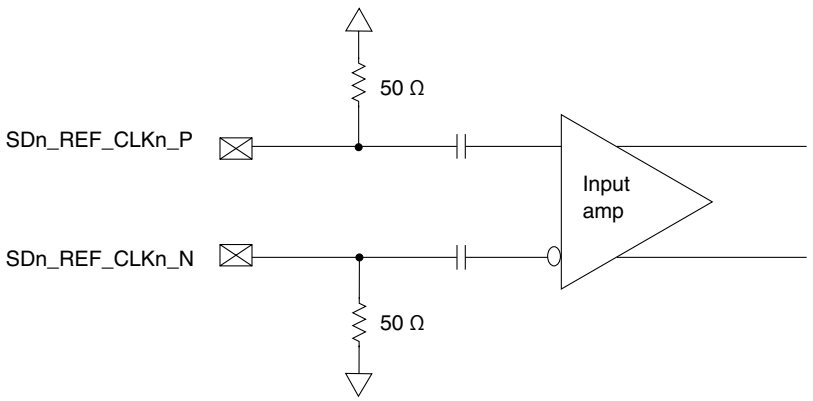

Figure 68. Receiver of SerDes reference clocks
- The are internally AC-coupled differential inputs as shown in Figure 68. Each differential clock input (SD*n*_REF_CLK*n*_P or SD*n*_REF_CLK*n*_N) has on-chip 50-Ω termination to SD_GND followed by on-chip AC-coupling.